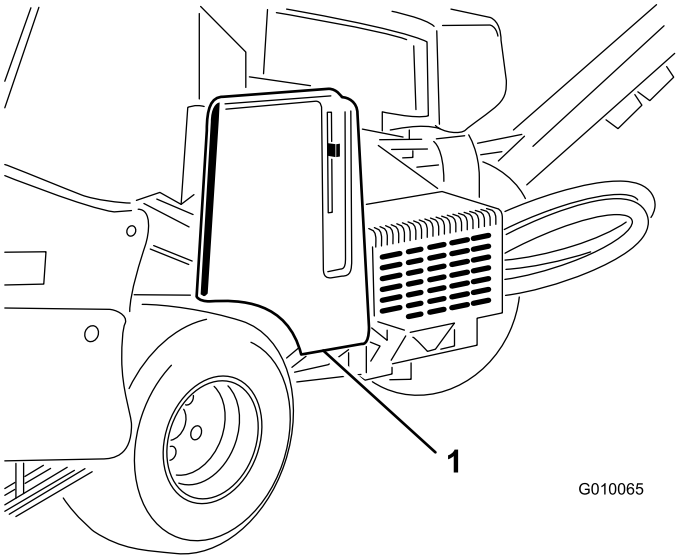

Figur 55
1. Løsn, og fjern remskærmen (Figur 55).